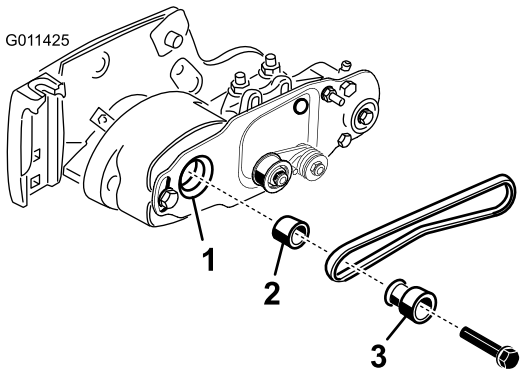

Bild 16
4. Drehen Sie die Spindel, die die Antriebsscheibe dreht und drücken Sie gleichzeitig den Riemen von der Antriebsscheibe (Bild 16).
5. Entfernen Sie die Schraube, mit der die Antriebsspannscheibe der Rollenbürste an der Lagergehäusewelle befestigt ist (Bild 16).
6. Nehmen Sie die Antriebsspannscheibe der Rollenbürste und das Distanzstück von der Welle ab (Bild 16).